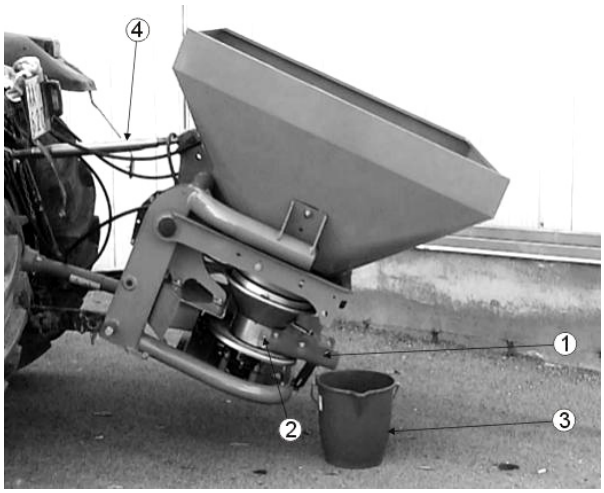

Rys. 24
- odchylić rozsiewacz do tyłu o ok. 15° od poziomu, rozkręcając łącznik centralny (4) górnego punktu zawieszenia rozsiewacza (Rys. 24),